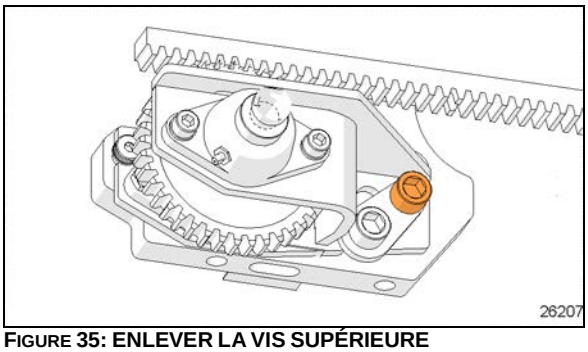
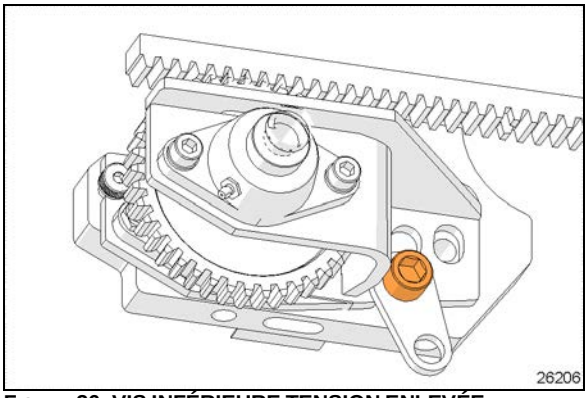

FIGURE 35: ENLEVER LA VIS SUPÉRIEURE
FIGURE 36: VIS INFÉRIEURE TENSION ENLEVÉE
1. Enlever la vis supérieure tel qu'indiqué à la Figure 35
2. Dévisser légèrement la vis inférieure pour enlever la tension sur la languette (Figure 36)
5. Dévisser et enlever les vis du palier supérieur (7). Conserver la quincaillerie.
6. Retirer l'arbre (1).
7. Enlever le pignon usagé (3). Si la clavette est endommagée, la remplacer.
8. Sur l'arbre (1), installer la bague d'appui (6), la clavette (5), le nouveau pignon (3) et les rondelles de butée (4).
9. Pousser l'arbre à travers le collet inférieur (2) et le palier inférieur jusqu'à ce que bout de l'arbre appuie sur la plaque inférieure du support.
15. Serrer les vis supérieures et inférieures (Figure 35, Figure 36) de l'ensemble de pignon. **Serrer à 198 lb-pi (268 Nm)**